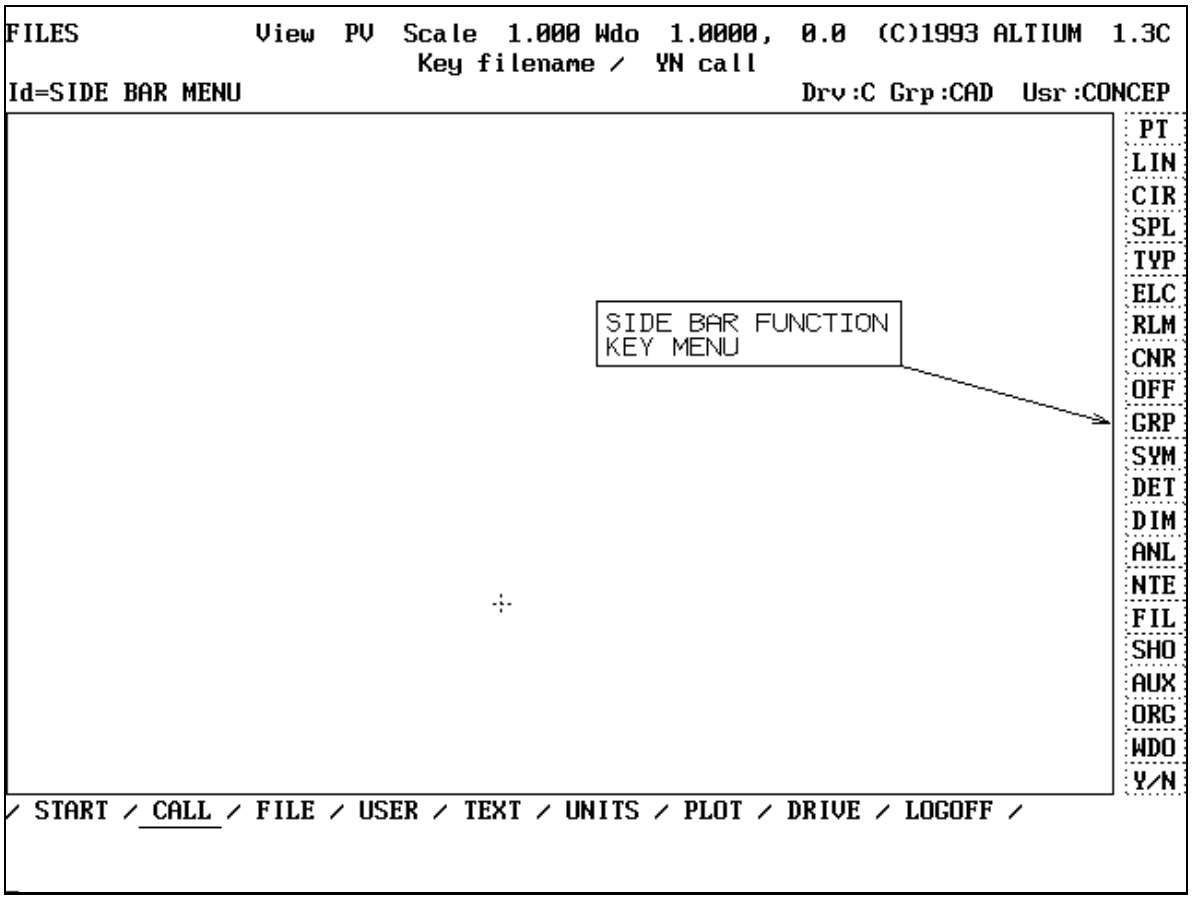

Figure 10 Sidebar Function Key Menu
2. *SIDEBAR Fkey MENU:* The Sidebar Fkey Menu is shown in Figure 10 on page 6 - 21. Press the F1 (KEYBOARD FUNCTION KEY) to bring up the Sidebar menu (it may be necessary to toggle the menu type by pressing the CTRL-F1 (KEYBOARD FUNCTION KEYS). The Sidebar Fkey menu remains on the screen until logoff.